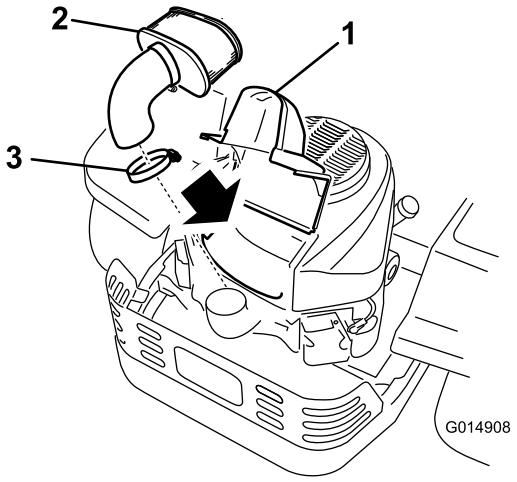

Figur 34
3. Rengør området omkring luftfilterdækslet for at forhindre snavs i at trænge ind i motoren og forårsage skader. Løft dækslet, og fjern slangeklemmen, som fastgør luftfilterenheden på motoren (Figur 34).
4. Løsn slangeklemmen, og fjern papirindsatsen (Figur 34).